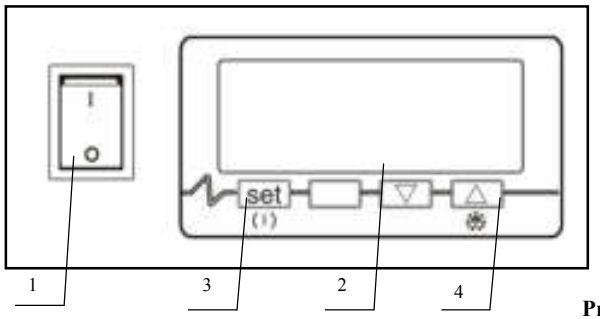

Рис. 1
Снять напряжение с электророзетки. Вставить вилку в электророзетку и подать напряжение на розетку. Включить витрину нажатием кнопки (поз. 1, рис. 1), (при этом загорится подсветка выключателя) и агрегат начнет работать. Примерно через час работы температура охлаждаемого объема станет ниже + 6ºС, после чего можно загружать витрину предварительно охлажденными продуктами.
Внутреннее освещение витрины обеспечивается специальной флуоресцентной лампой, отличающейся низким выделением тепла, экономным потреблением электроэнергии и повышенной яркостью. Выключатель света находится на пульте управления (поз. 1, рис. 1).
- после высыхания витрины, вставить вилку в розетку подать напряжение на розетку, включить агрегат кнопкой (поз.1, рис.1).